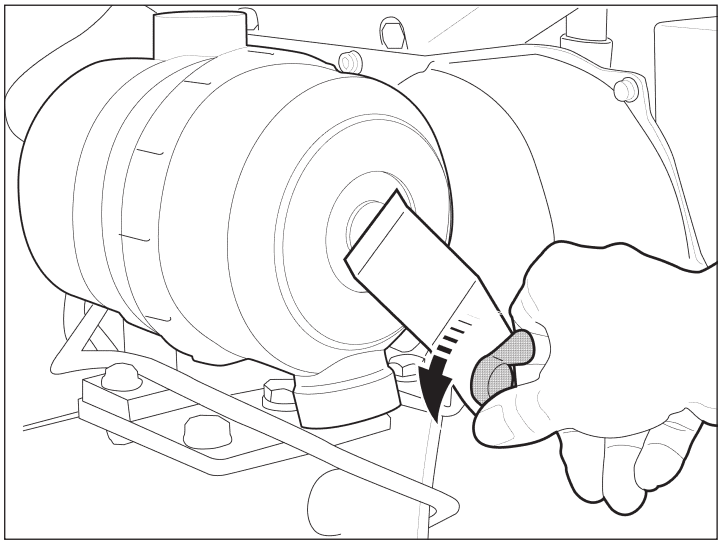

Fig. MW4: Undoing the clamp
- ➡ Release the clamp on the air filter cover *(Fig. MW4)* and fold it to one side.